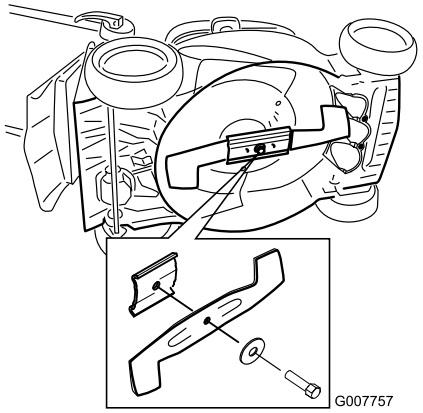

Figuur 30
2. Kantel de maaimachine altijd op de zijkant met het luchtfilter naar boven (Figuur 30).